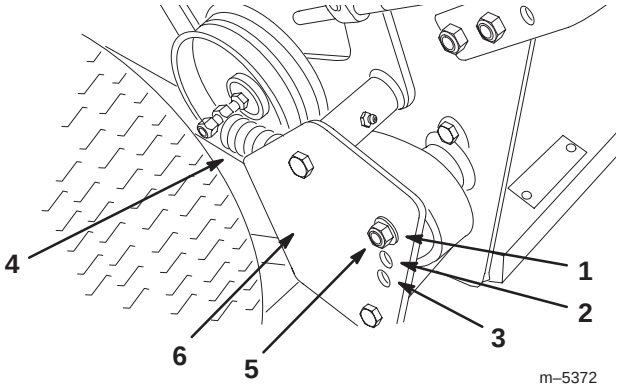

Figure 15
4. Remove the drive spring from the adjustment bolt (Fig. 15).
5. Remove the locknut that secures the adjustment bolt to the drive pulley shield (Fig. 15).
Note: The wheel drive tension is lowest when the bolt assembly is in Position A. The tension increases in Positions B and C (Fig. 15).